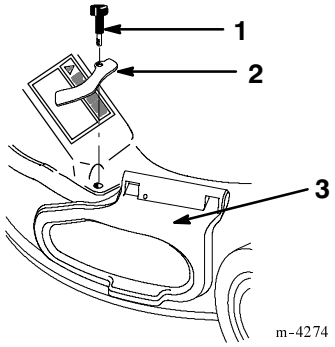

**Figure 38**
4. Remove the knob and side cover clamp, then replace the bolt in the hole and save the clamp for future use (Fig. 38).
6. Install the side cover clamp and the bolt, securing the side opening cover (Fig. 38).